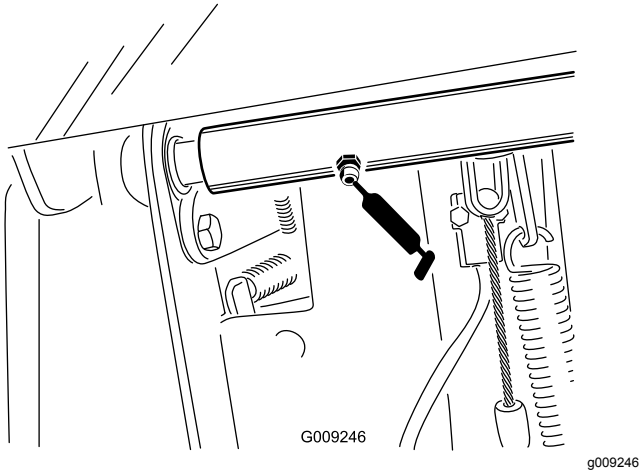

Figur 60
- Bromsaxelns svängtapplager (2) (Figur 60)